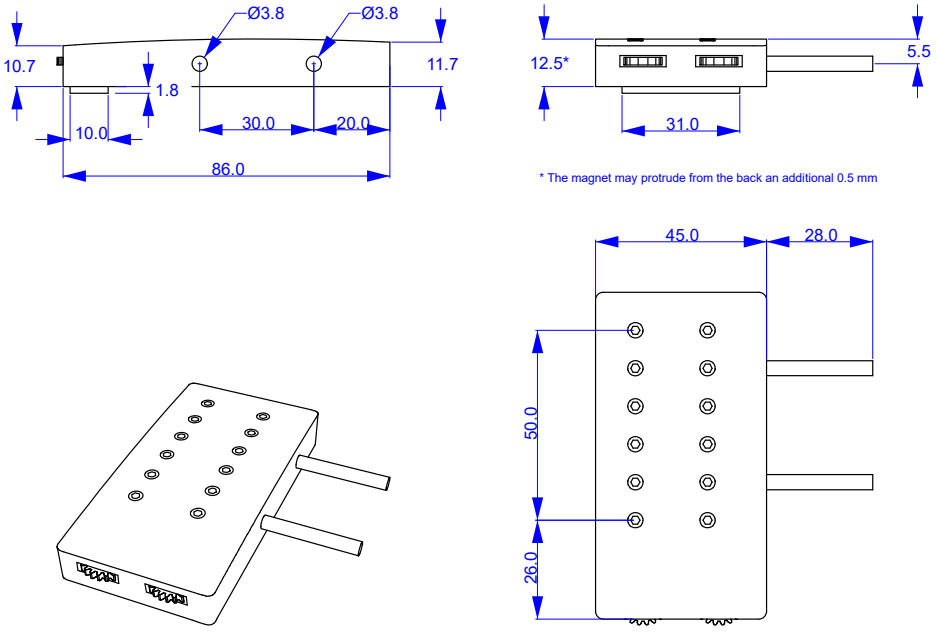
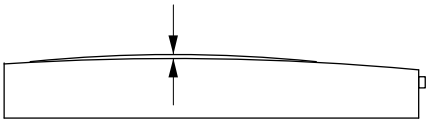

Figure 1 - Pickup dimensions (millimeters)
Figure 2 - The pickup and fretboard top surfaces after installation, as seen from the bridge
- The dimensions of the pickup (see Figure 1 above) must be compatible with the instrument. Check mainly the string spread and the available space between the pickup and the guitar top. For the latter, take into account that the center of the pickup in its final position will be around 1 mm below the surface of the fretboard (Figure 2). Also, notice that the pots protrude around 1.8 mm from the back (this is shown in Figure 1 also). This occurs near the end of the pickup case, where the space is larger due to the arching of the top, but you must check it anyway.
- Once the holes are drilled, insert the pickup mounting posts into them. Notice (see Figure 1) that the diameter of the posts (3.8 mm) is a little smaller than the diameter of the holes (4 mm), so they will fit loosely. To ensure a tight fit and prevent the pickup from pulling out easily, use the included plastic material alongside the posts before pushing them into the holes.